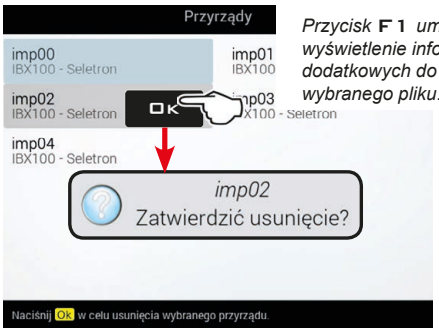

Rys. 305
- Przejrzeć listę nazw w pamięci: wybrać żądany przyrząd (Rys. 305) i nacisnąć **OK**.